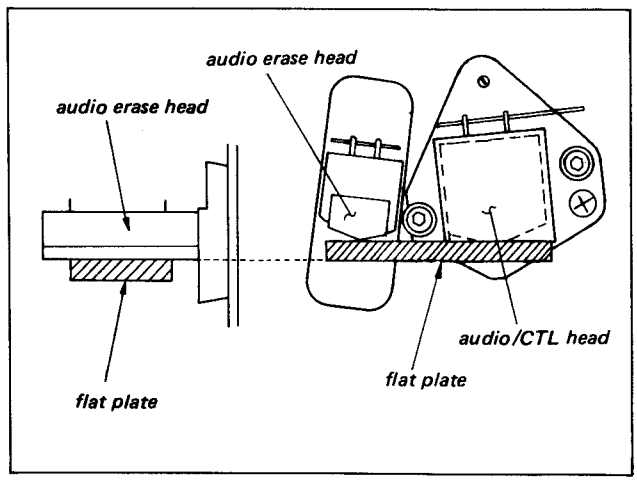

Fig. 10-22. Audio head inclination check
7. Remove the alignment tape. Put the flat plate (SONY Part No. J-6040-160-A) on the Audio Erase head and the Audio/CTL head, as shown in Fig. 10-22. Check that there is no clearance between the Audio/CTL head and the flat plate when the plate is put on the Audio Erase head without any clearance.